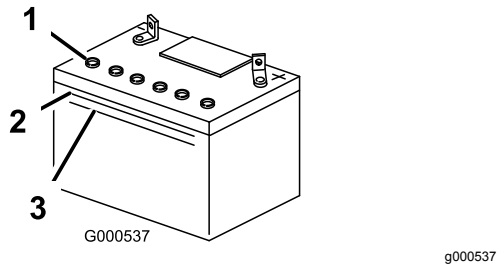

Figuur 43
1. Kijk aan de zijkant van de accu. Het zuurpeil moet tot aan de **bovenste** streep staan (Figuur 43). Het peil mag niet niet onder de onderste streep komen (Figuur 43).
3. Verwijder de vuldoppen van de accu (Figuur 43).
4. Giet langzaam gedistilleerd water in elke cel van de accu totdat het zuurpeil de bovenste streep (Figuur 43) op de accubehuizing bereikt.
5. Wacht na het bijvullen van de accucellen 5 tot 10 minuten. Vul indien nodig gedestilleerd water bij totdat het zuurpeil de bovenste streep (Figuur 43) op de accubehuizing bereikt.